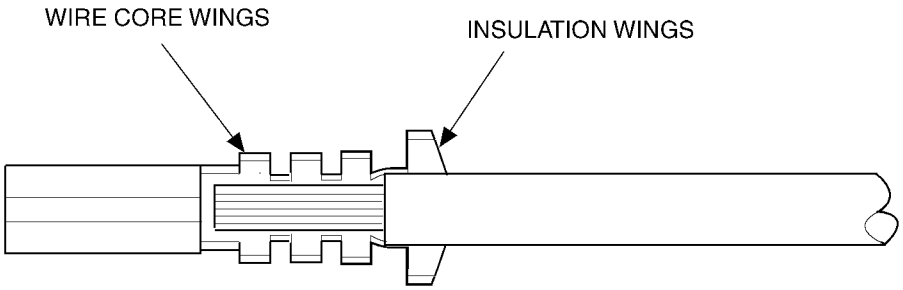

Figure 8-34 Cable to Terminal Alignment
6. Insert the cable into the terminal until the stripped portion is positioned in the wire core wings, and the insulation portion ends just forward of the insulation wings. See Figure 8-34.